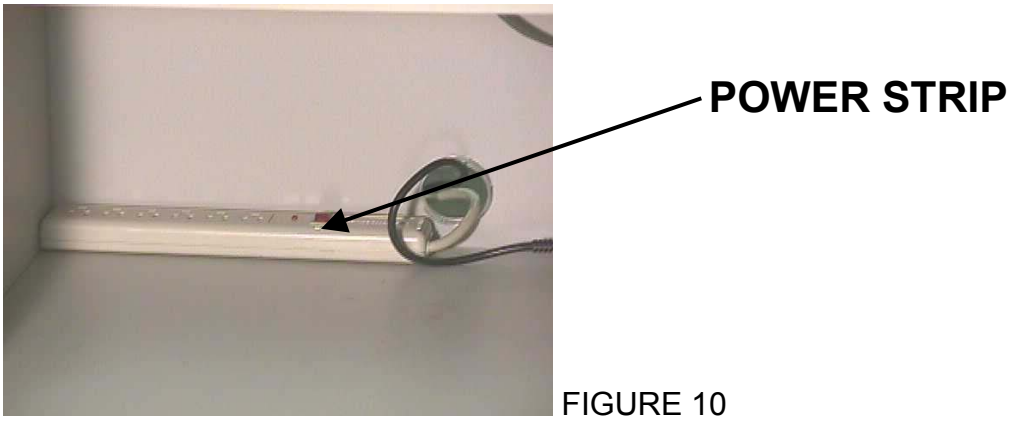

FIGURE 10
4.9.1 Secure the power strip to the inside of the stand using double sided tape. (see figure 10)